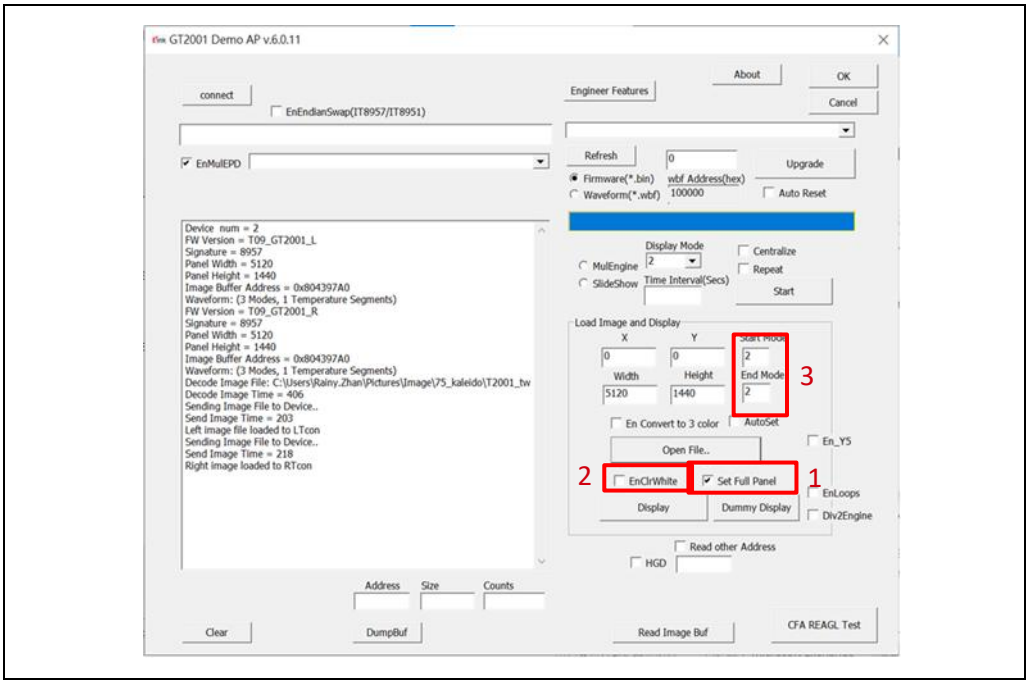

Figure 3.3
- Execute GT2001 Demo AP (refer to Fig 3.3)